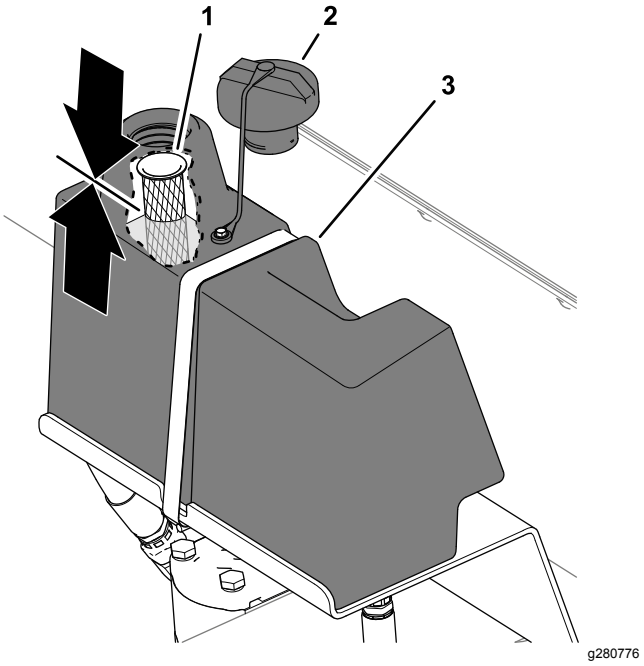

**Figur 35**
2. Rengør området omkring påfyldningsstudsen og hydraulikvæskebeholderens dæksel, og fjern dækslet (Figur 35).
Væskestanden skal være halvvejs oppe i sigten i påfyldningsstudsen (Figur 35).
5. Monter hydraulikvæskebeholderens dæksel (Figur 35).
5. Rengør området omkring hydraulikvæske-beholderens påfyldningsstuds og dæksel, og fjern dækslet. Se Figur 35 i Kontrol af hydraulikvæskestanden (side 28).
8. Monter hydraulikvæskebeholderens dæksel. Se Figur 35 i Kontrol af hydraulikvæskestanden (side 28).